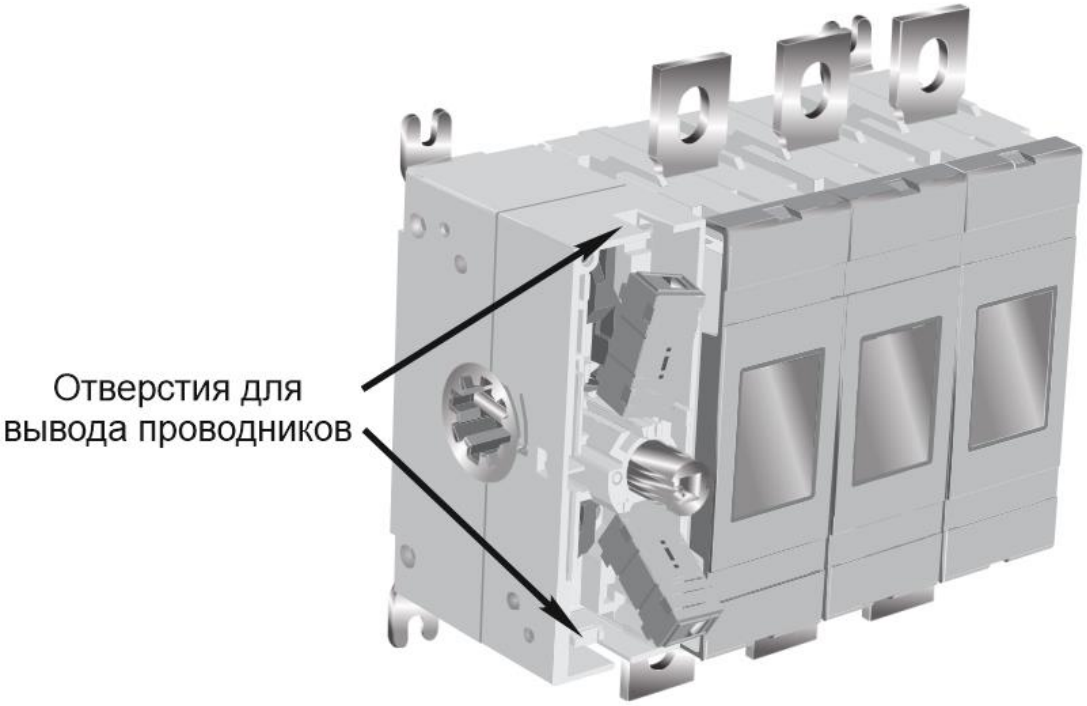

Рисунок 3 – Пример монтажа контакта вспомогательного, во внутрь не реверсивного ВРК
- Уложить смонтированные проводники и вывезти их наружу, через специальные отверстия в корпусе ВРК (рисунок 3);